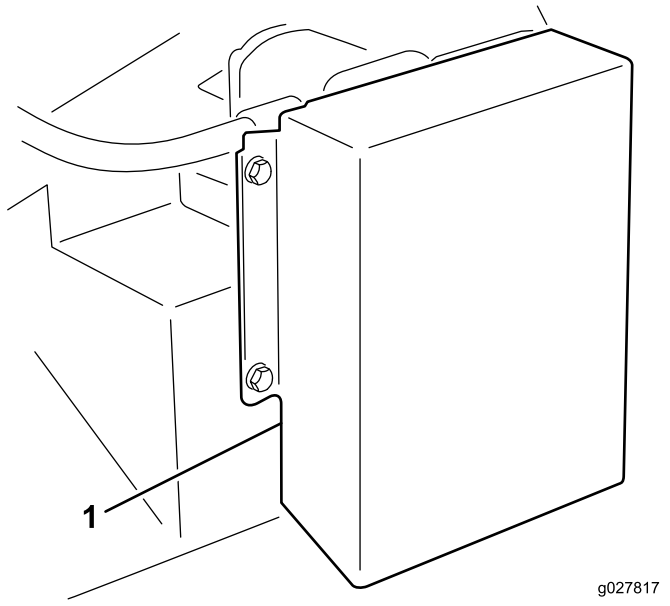

Figur 9
1. Fjern festene som holder motorskyddet fast på dekkets ramme (Figur 9). Fjern skyddet.